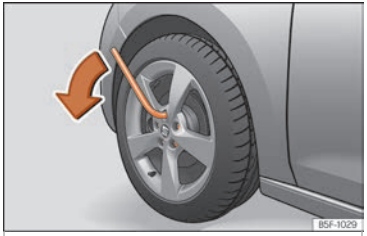

Fig. 77 Wheel: loosen the wheel bolts.
- Turn the wheel bolt approximately one turn to the left ››› **Fig. 77** (arrow). To apply the required torque, hold the wheel brace at the end. If it is not possible to loosen a wheel bolt, carefully apply pressure with one foot on the end of the box spanner. Hold on to the vehicle for support and take care not to slip.